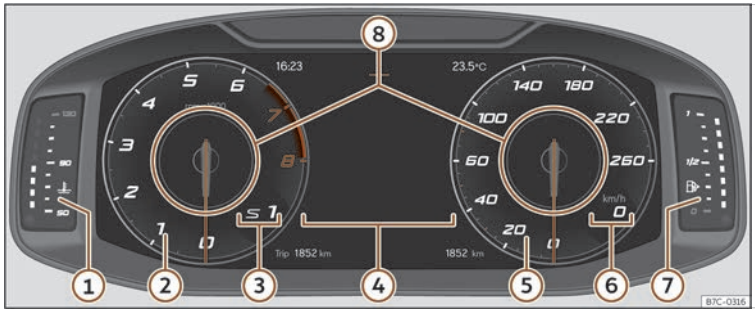

Fig. 1 Digital Cockpit en el tablero de instrumentos (vista clásica).
En todas las vistas se tiene la posibilidad de personalizar la información que aparece en **Perfiles de información** ››› fig. 1 ⑧.
Las agujas de revoluciones por minuto y velocímetro aparecen en toda su longitud ››› fig. 1.